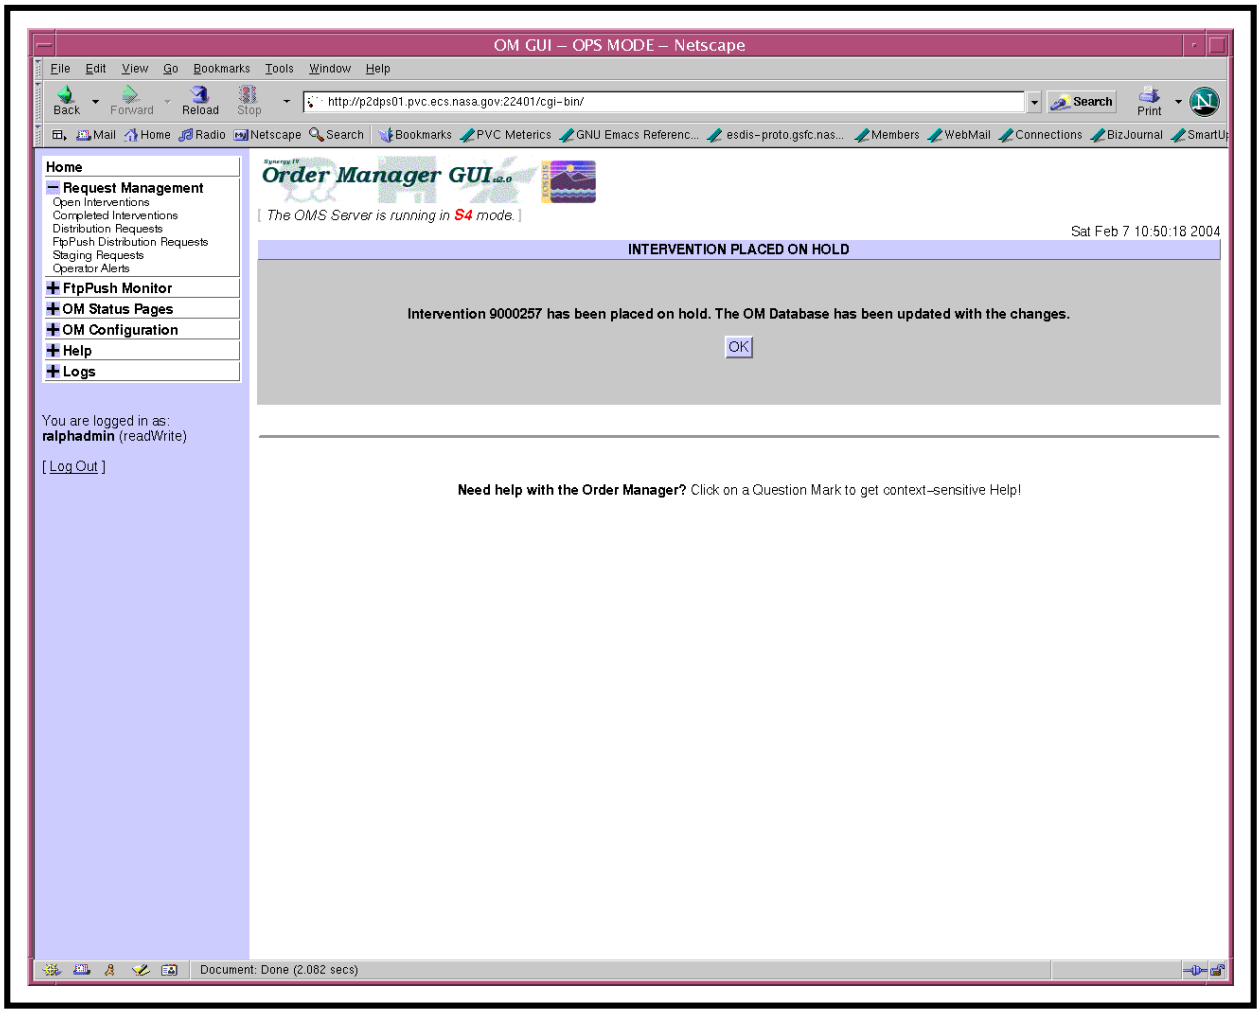

Figure 29. Intervention Disposition Page
- An **Intervention Closed** page (Figure 29) is displayed
25 To exit from the **Intervention Closed** page (Figure 29), click on the **OK** button.
- The **Intervention Closed** page (Figure 29) is dismissed.